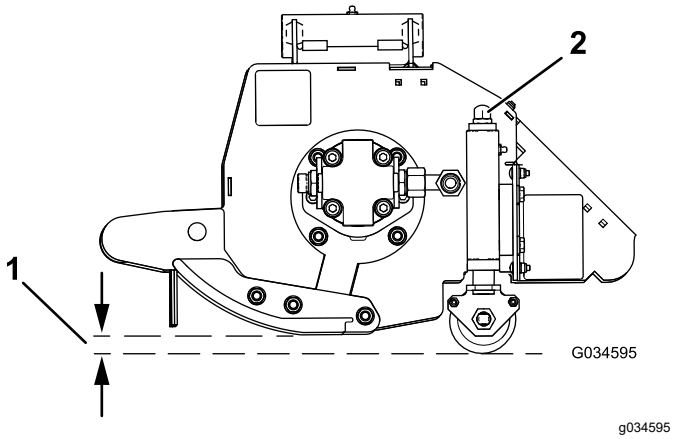

Рисунок 31
2. Для уменьшения высоты скашивания поворачивайте узел регулировочной гайки на обоих концах по часовой стрелке, а для увеличения высоты скашивания — против часовой стрелки (Рисунок 31).